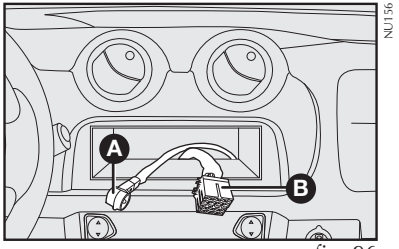

fig. 96
- cabo e plugue de alimentação elétrica para o autorrádio **B-fig. 96**.
- cabo e conector para antena de teto **A-fig. 96**.
- cabos e plugue para conexão dos alto-falantes e tweeters **B-fig. 96**.
- cabo de alimentação do autorrádio **B-fig. 96**.
- cabo para tweeter e alto-falante dianteiros e traseiros **B-fig. 96**.